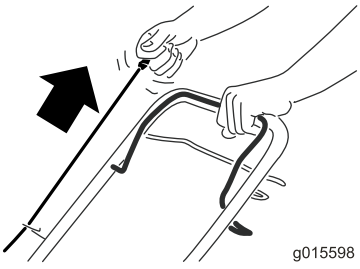

Figur 15
2. Trekk i tilbakespolingshåndtaket (Figur 15).